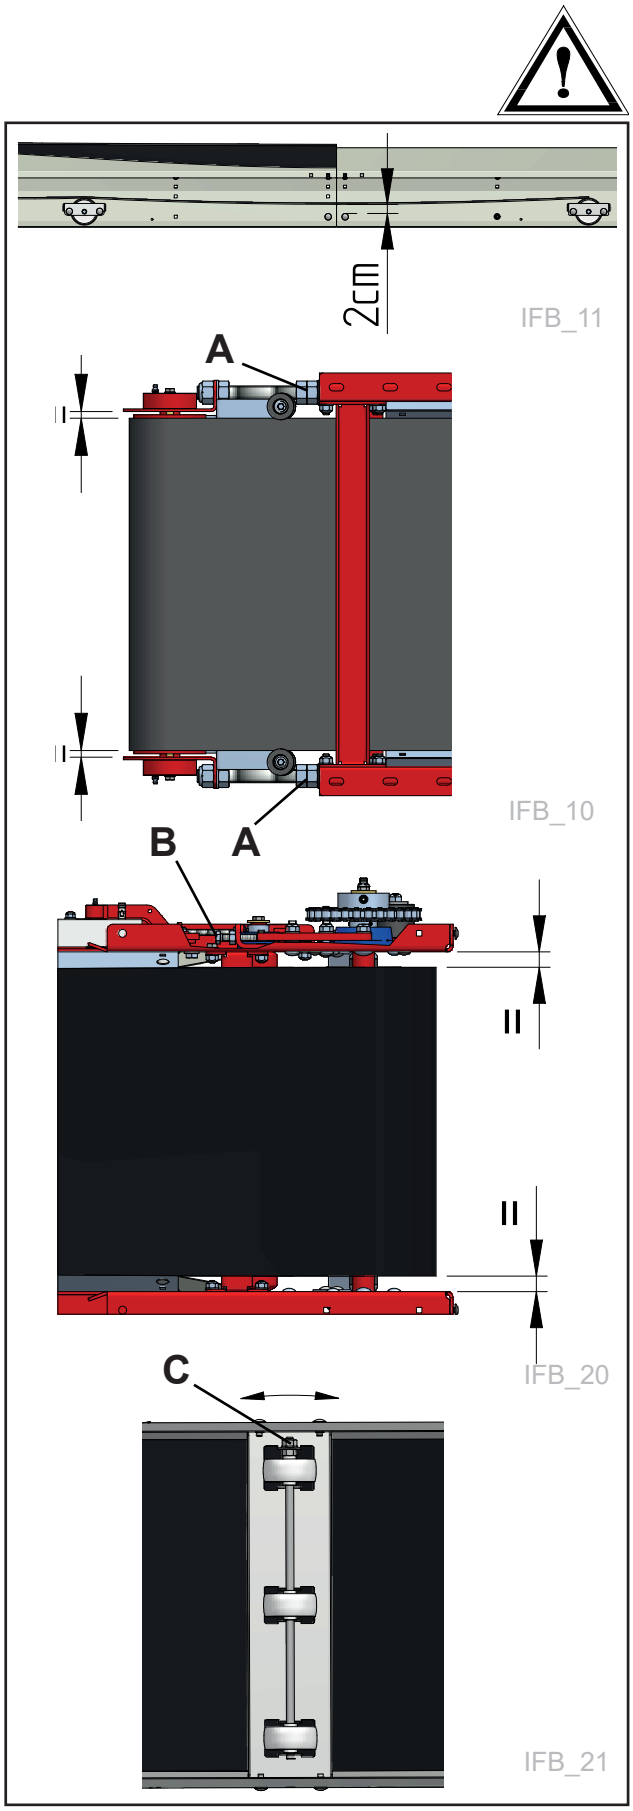

Fig. 47
- The belt is tensioned using the nut **(A)** **see Fig. 47**
- On the return section, adjust the nut **(A)** on one side only. The belt must run without touching the pulleys. **See Fig. 47**